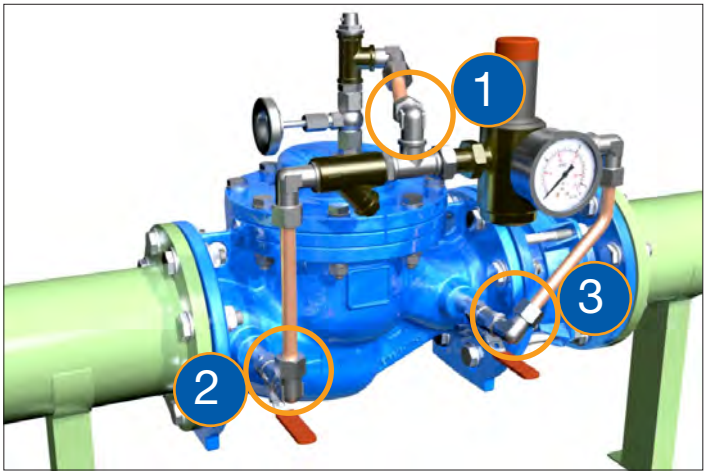

Рис. 11: Фильтр в контуре управления нужно промыть
4. Раскрутить резьбовые соединения (рис. 11, №1) между фильтром и регулятором времени открытия/закрытия с помощью рожковых ключей на 19 и на 17 (для фиксирования).
5. Раскрутить соединения с врезающимися кольцами (рис. 11, №№ 2 и 3) слева от фильтра и справа от «пилота» с помощью рожкового ключа на 17.